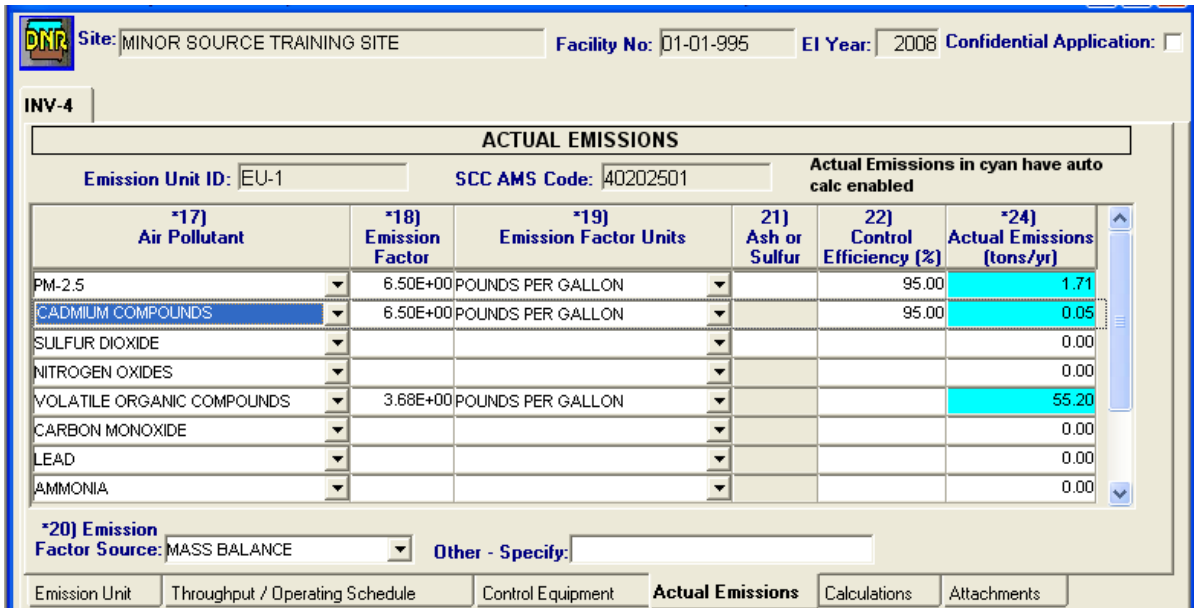

Figure 13.6 – PM_{10} and Cadmium Compounds
2. Click **OK**. The transfer efficiency cell for the HAP will now be hidden, but the value you entered is still there and is used to calculate emissions (see Figure 13.6).